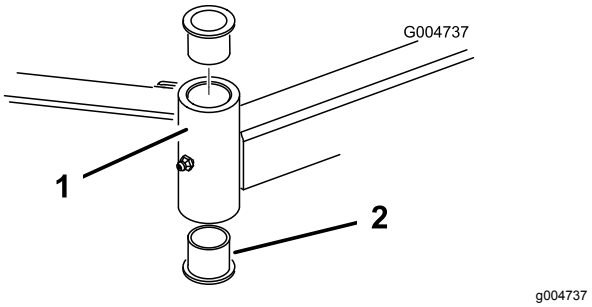

Figur 105
4. Sæt en uddriver ind i den øverste eller nederste del af monteringsrøret, og driv bøsningen ud af røret (Figur 105). Driv også den anden bøsning ud af røret. Rengør rørene indvendigt for at fjerne snavs.